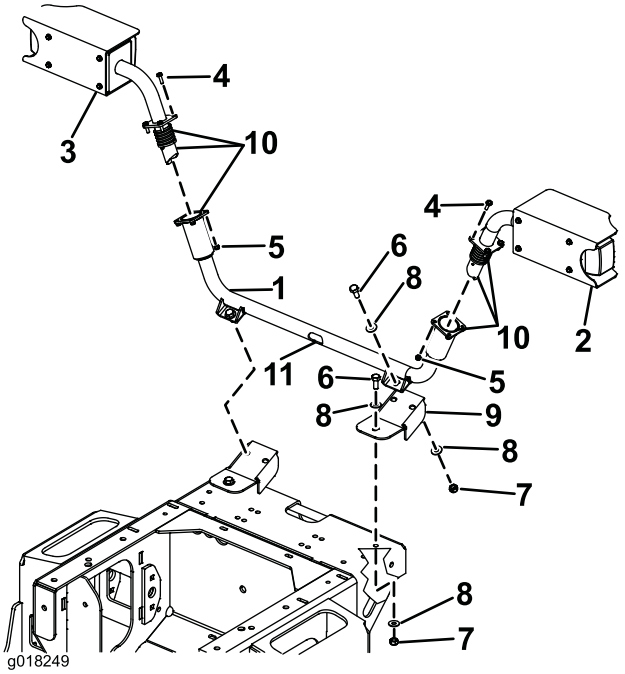

Figur 11
1. Framlamporna fästs på fästet för mittenlampan som fästs på maskinen med två monteringsfästen (Figur 11).
2. Montera de två monteringsfästena på maskinens framsida med skruvar (M10 x 25 mm), brickor (3/8 tum) och nyloc-muttrar (M10) (Figur 11).
3. Montera fästet till mittenlampan på monteringsfästena med skruvar (M10 x 25 mm), brickor (3/8 tum) och nyloc-muttrar (M10) (Figur 11).
4. Stryk på monteringsfett så att rörets insidor och alla ytor på fjädrar, och rörändar täcks helt (Figur 11).
5. Nu kan du montera lamporna. Håll fast höger lampa och dra kablaget ned genom ändrören och genom mittenhålet i fästet till mittenlampan (Figur 11).
6. Fäst höger framlampa på fästet för mittenlampan med skruvar (M6 x 20 mm) och nyloc-muttrar (M6) (Figur 11).